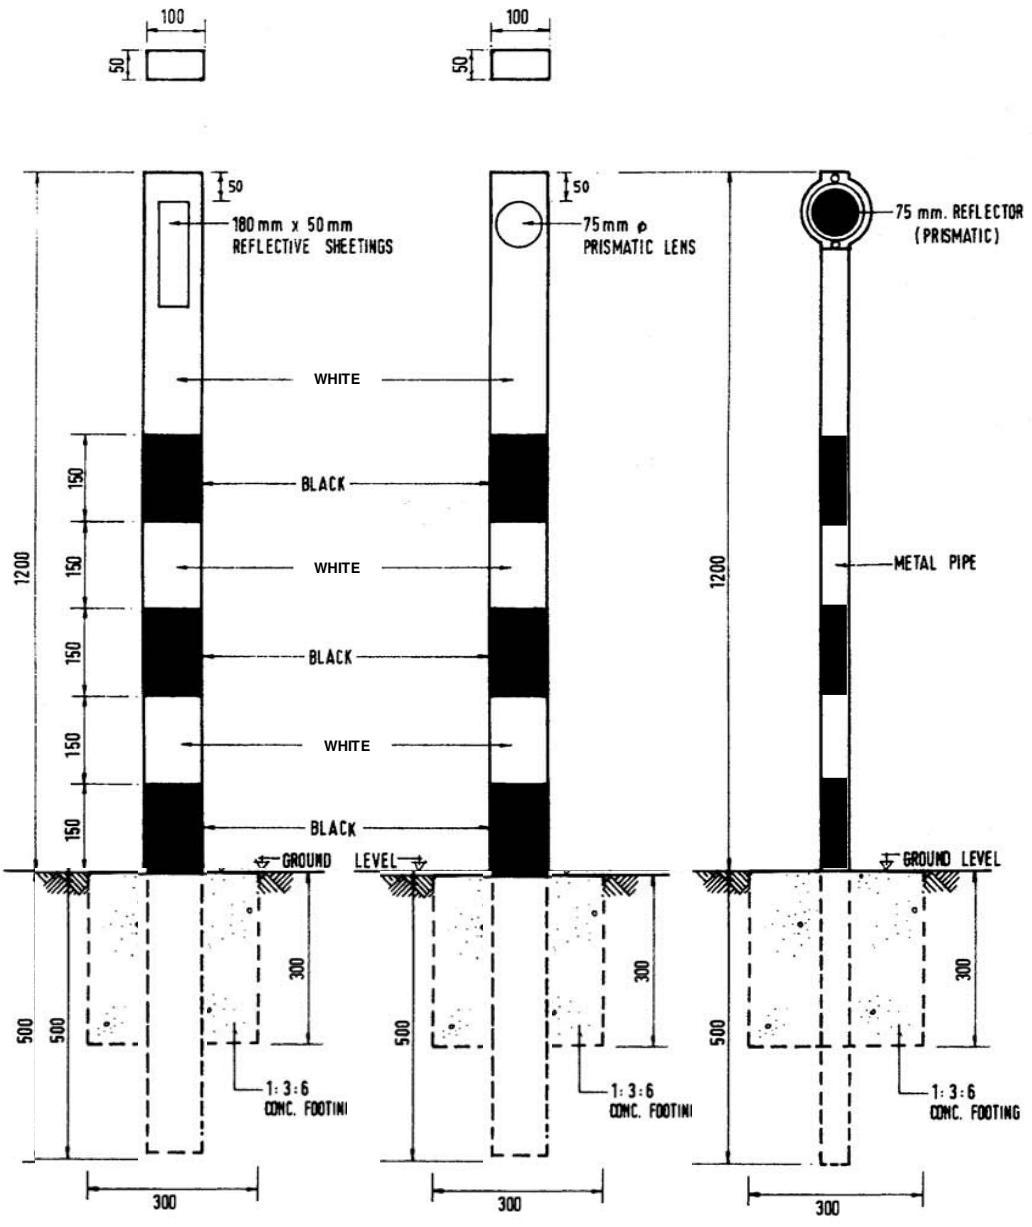

FIG 1: DETAILS OF POST DELINEATORS (DIMENSIONS ARE IN MILLIMETRES)
a. Digging holes on the ground to place 500mm of the post below ground level in accordance to Figure 1.